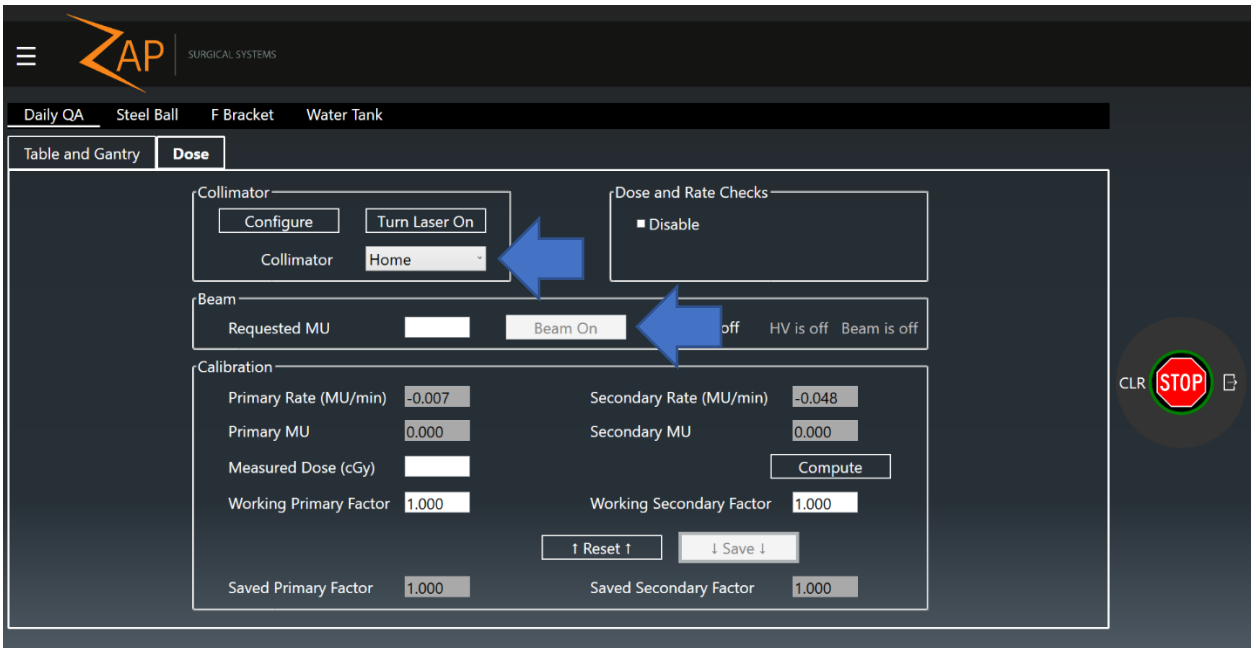

Figure 3-10 Page Daily QA et onglet Dose. Les flèches mettent en surbrillance l'entrée pour la sélection du collimateur et le réglage de l'exposition.
9. Cliquez sur l'onglet **Dose** (voir Figure 3-10).